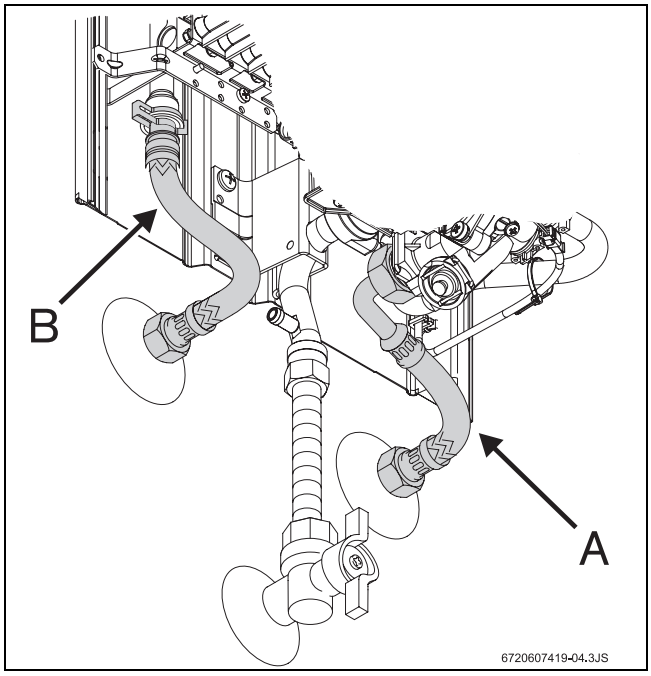

Рис. 13 Підключення до водопроводу
- Позначте труби холодної (Рис. 13, пункт A) та гарячої води (Рис. 13, пункт B), щоб їх не переплутати.